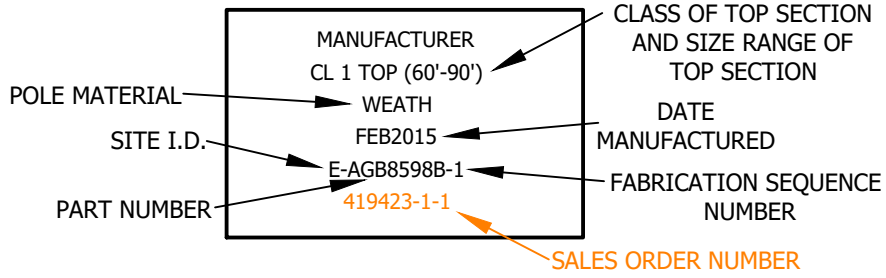

FIGURE 5
c. ON 2-PIECE POLE, AN ENGRAVED METAL PLATE SHALL ALSO BE PERMANENTLY ATTACHED TO THE 90° FACE OF THE TOP SECTION AT 1 FOOT ABOVE THE BOTTOM OF THE SPLICE. (SEE FIGURE 5)